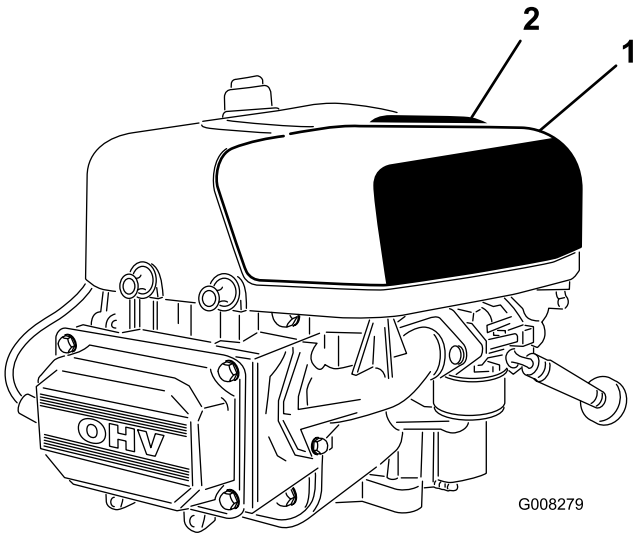

Figuur 21
2. Trek de hendel van het luchtfilterdeksel omhoog en draai deze in de richting van de motor (Figuur 21).